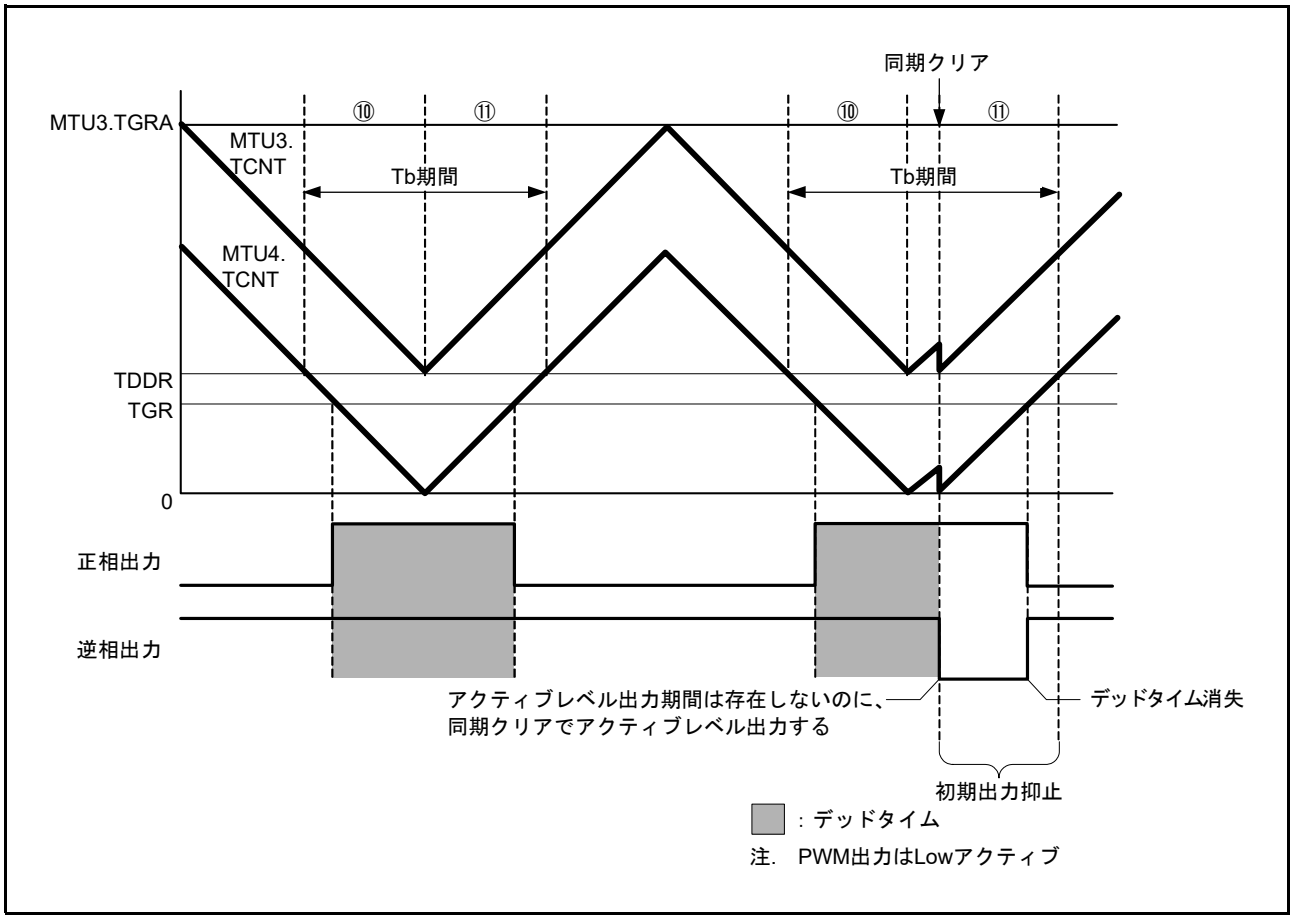

図 22.150 同期クリア例 (条件 2 の場合)
条件 2　初期出力の抑止期間⑩、⑪にて、MTU3.TGRB（MTU6.TGRB）≦ TDDRA（TDDRB）、MTU4.TGRA（MTU7.TGRA）≦ TDDRA（TDDRB）、MTU4.TGRB（MTU7.TGRB）≦ TDDRA（TDDRB）のいずれかが成立する状態で、同期クリアする（図 22.150 参照）